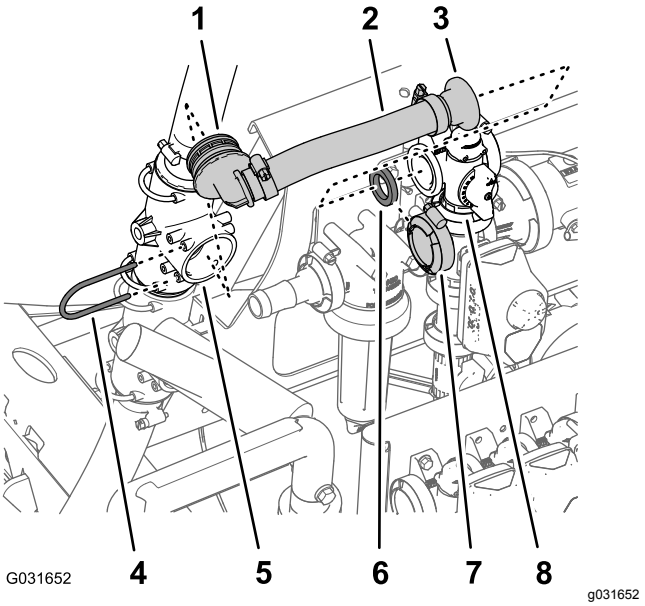

Figur 217
1. Ta bort hållaren som håller fast överströmningsslangens 90-graderskoppling med hulling på den övre T-kopplingen och ta bort 90-graderskopplingen från T-kopplingen (Figur 217).
2. Ta bort flänsklämman som håller fast den raka flänskopplingen och packningen på omrörningsventilens fläns och ta bort överströmningsslangen från maskinen (Figur 217).